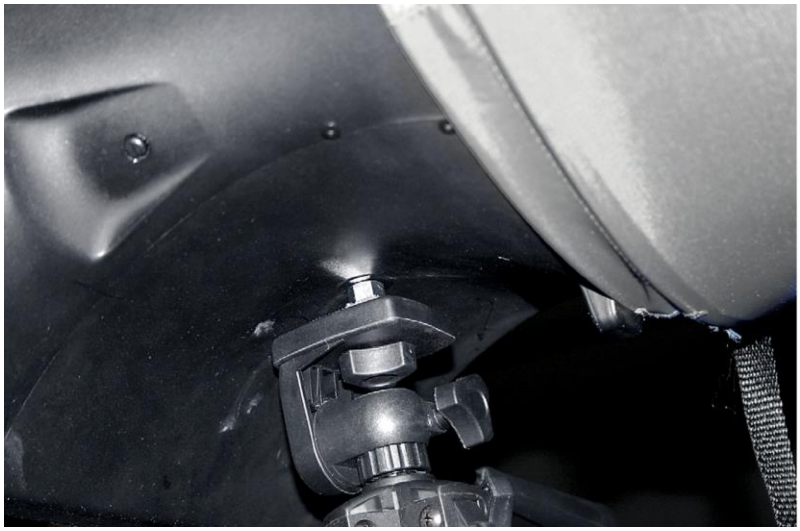

Figure 27 : montage de la base du balomètre sur le trépied télescopique
4. Montez la base du balomètre sur le trépied télescopique en serrant la vis du trépied télescopique sur l'insert fileté monté sur la base, en face de l'écran/manomètre (cf. Figure 27).